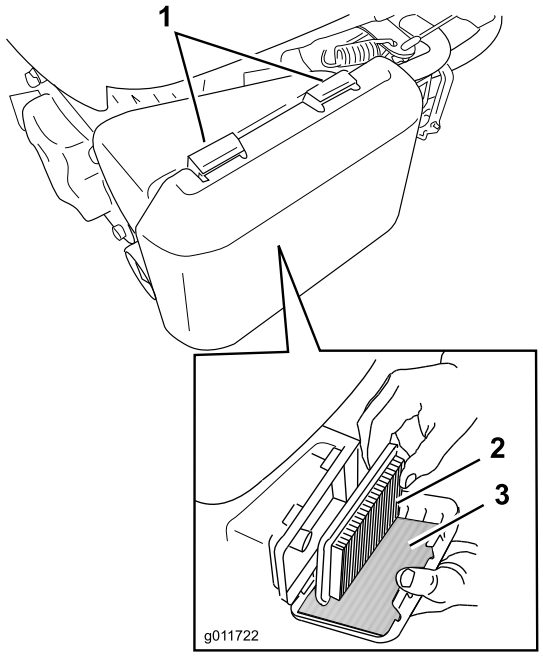

Figur 19
1. Tryck ned spärrhakarna på luftrenarkåpan (Figur 19).
3. Ta bort pappersluftfiltret och skumförfiltret (Figur 19).